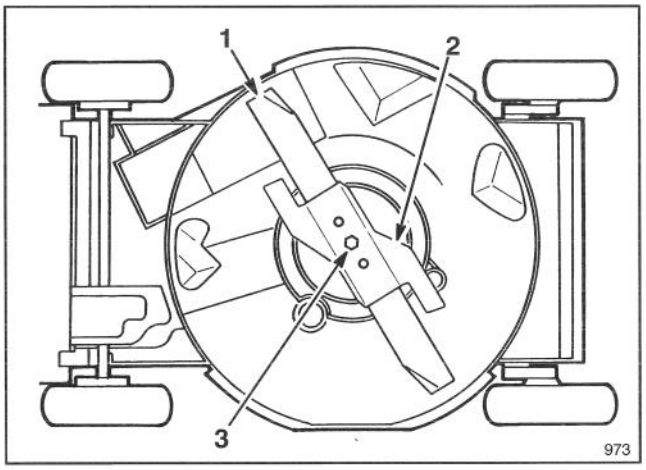

Figure 24
6. Tip mower on its left side (Fig. 24). Avoid rotating blade because starting problems may result.
8. REMOVING BLADE—Grasp end of blade using a rag or thickly padded glove. Remove blade bolt, accelerator and blade (Fig. 24).